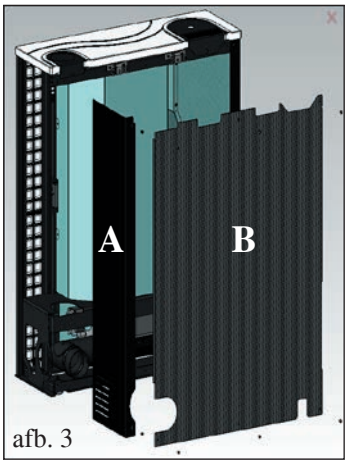

afb. 3
- Demonteer het metalen zijelement rechts door de 2 schroeven te verwijderen (A - afb. 3).